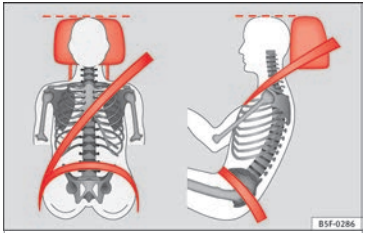

Fig. 4 Correctly adjusted head restraint as viewed from the front and the side.
– Adjust the head restraint so that its upper edge is, as far as possible, at the same level as the top of your head, or at the very least, at eye level ››› **Fig. 4**.